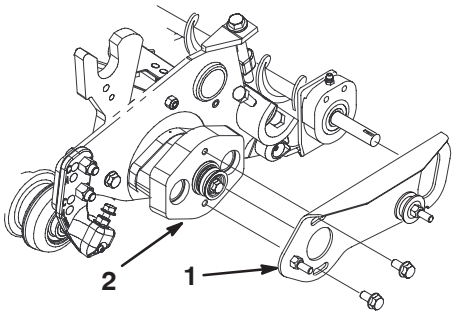

Figure 5
21. Loosely mount brush plate assembly to end weight with (2) 5/16–18 x 5/8" lg. flange bolts (Fig. 5).